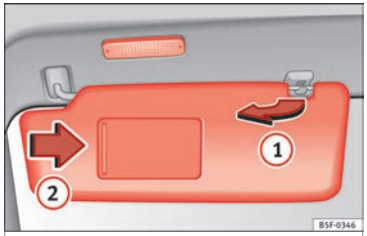

Bild 142 Solskydd
- Solskyddet kan dras ut ur infästningen och vridas mot dörren ››› **bild 142** (1).
Fordonet kan vara utrustat med en makeupspegel med skyddslock på baksidan av solskyddet. När skyddslocket öppnas ››› **bild 142** (2) tänds en lampa.